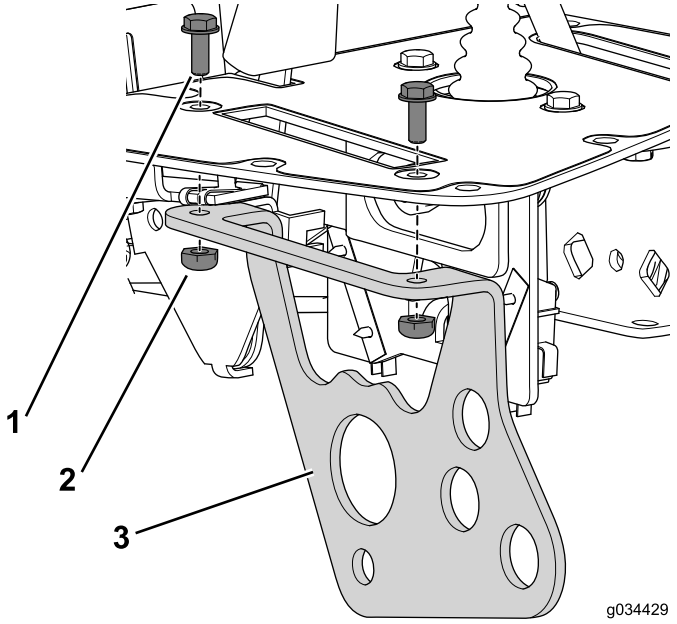

**Figura 21**
1. Utilize o parafuso (n.º 10 x 1/2 pol.) e porca de bloqueio para prender o suporte da alavanca de funcionamento à consola (Figura 21).